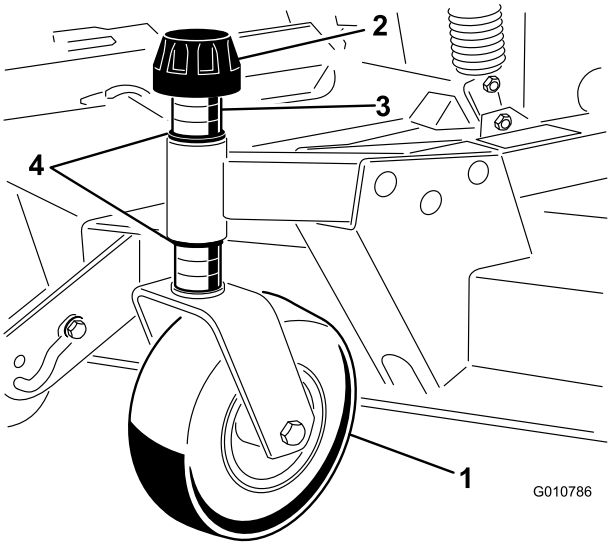

Figure 8
1. Enlevez le chapeau de tension de l'axe de pivot et sortez l'axe du bras pivotant avant (Figure 8).